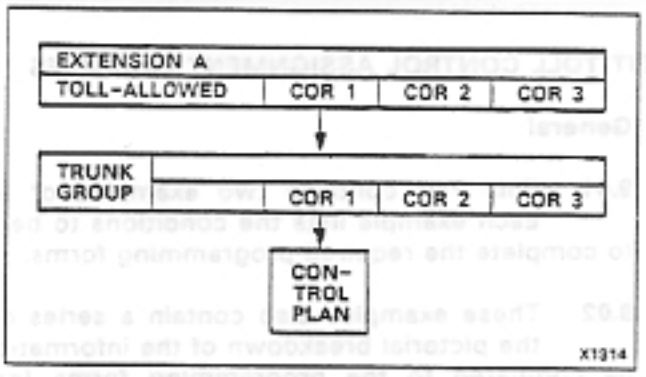

Figure 9-1 Control Plan Assignment
9.03 **Example I:** Allow Extension A to ALL local NNX codes and to the three N(0/1)X codes - 212, 714 and 303. Deny access to the CO operator and the complete toll network (Figures 9-1, 9-2).